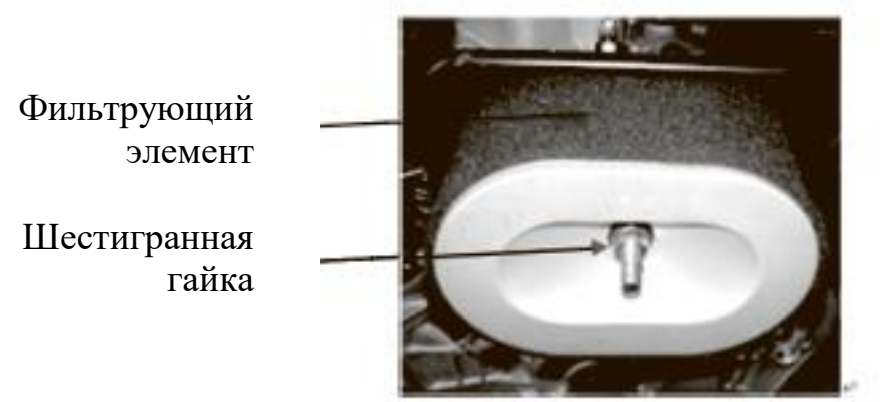

Рис. 18
- Открутите гайку и извлеките фильтрующий элемент (см. Рис. 18)